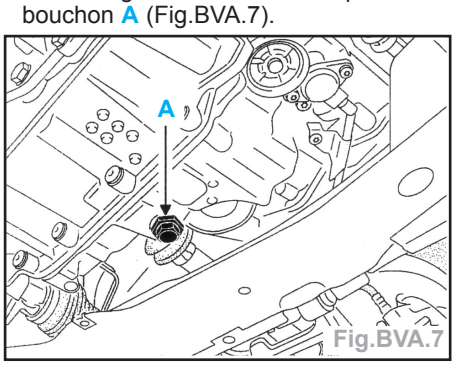

Fig.BVA.7
- La vidange s'effectue en déposant le bouchon **A** (Fig.BVA.7).